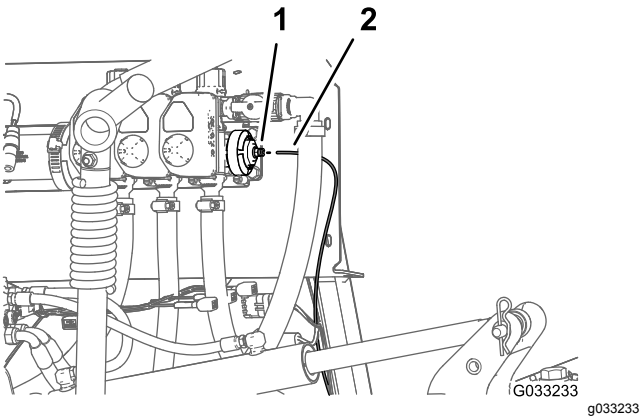

Figuur 25
1. Druk de kraag in van de buiskoppeling op de eindkap van de rechter spuitboomklep (Figuur 25).
2. Trek de druksensorbuis voor de meter op het dashboard uit de buiskoppeling (Figuur 25).